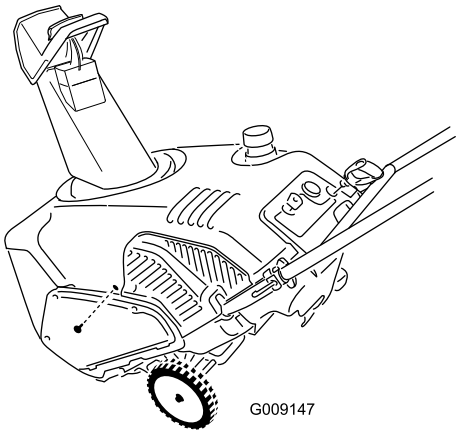

Figur 35
16. Fäst avgasskärmen med den lilla sidoskruv som du tog bort tidigare (Figur 35).